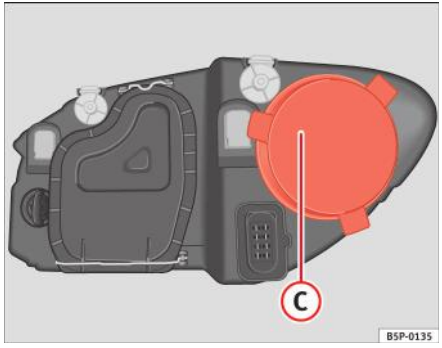

Fig. 166 Farurile fază lungă
– Scoateți capacul ⇒ fig. 166 (C) trăgându-l în afară.